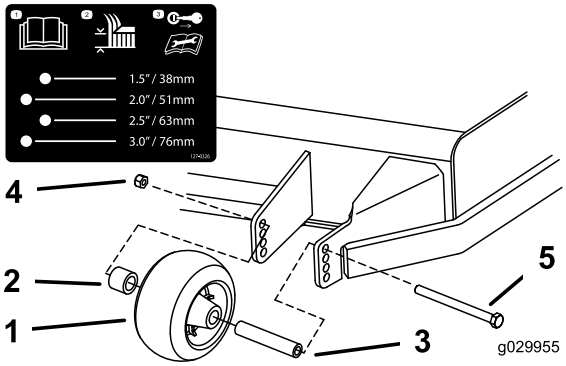
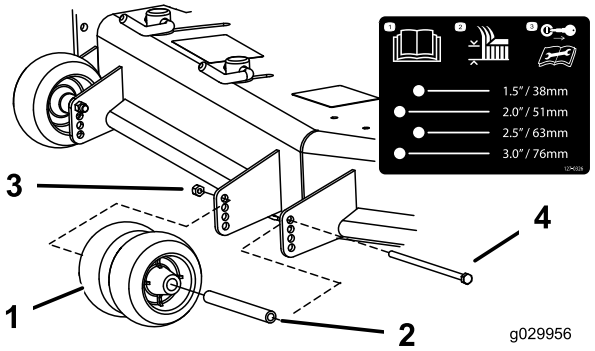
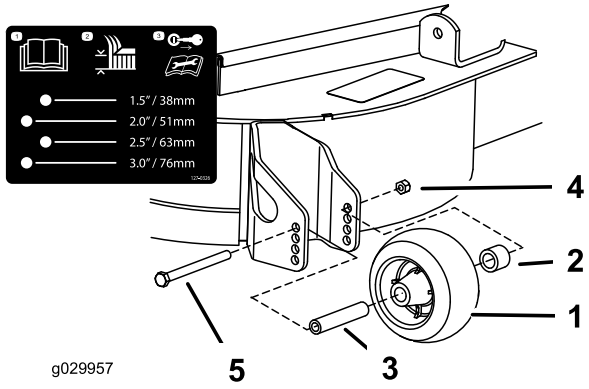

Figur 31
Figur 32
Figur 33
3. Justera antiskalvalsarna på det sätt som visas i Figur 31, Figur 32 och Figur 33.